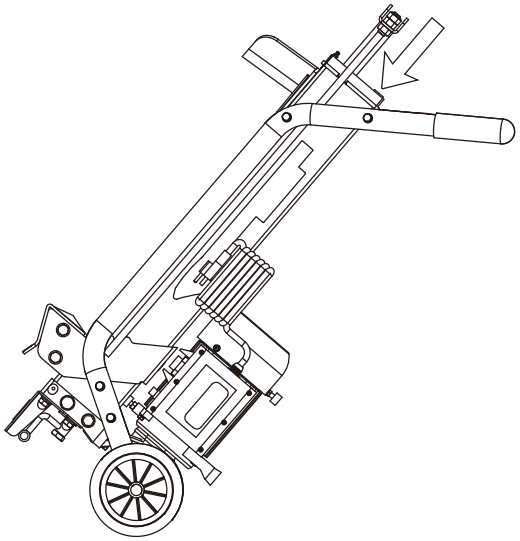

Figure 10
4. Tournez la fendeuse de bûches côté moteur. **(VOIR FIGURE 10)**